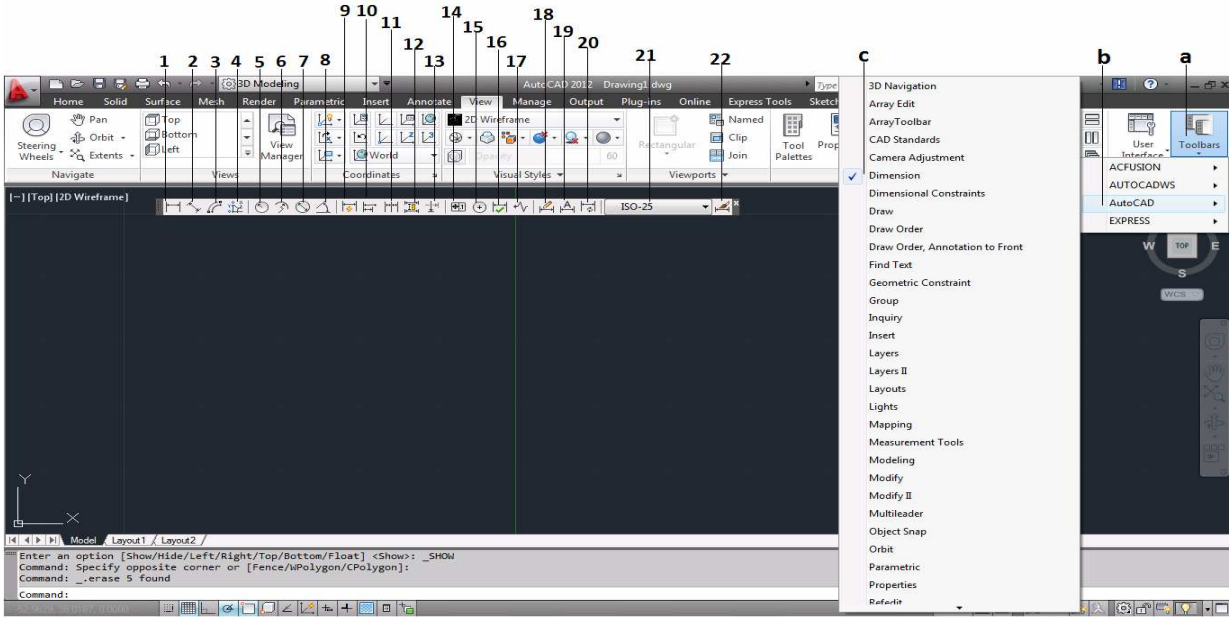

Figura 3.64 Acotado "Barra de Dimensionamieto"
En esta barra se encuentran los iconos para dimensionar un dibujo. Se activa dando clic en la Cinta View, en el icono Barra de Herramientas [Tool Bar] *(figura 3.64 "a")*, en el Menú Cascada se selecciona AutoCAD *(figura 3.64 "b")*, y después se selecciona Dimensión [Dimension] *(figura 3.64 "c")*.
1. Linear [Linear] *(figura 3.64)*.
2. Alineada [Align] *(figura 3.64)*.
3. Longitud de Arco [Arc Lenght] *(figura 3.64)*.
4. Coordenada [Ordinate] *(figura 3.64)*.
5. Radio [Radius] *(figura 3.64)*.
6. Con Recodo [Jogged] *(figura 3.64)*.
7. Diámetro [Diameter] *(figura 3.64)*.
8. Angulo [Angular] *(figura 3.64)*.
9. Cota Rápida [Quick Dimension] *(figura 3.64)*.
10. Línea de Base [Base Line] *(figura 3.64)*.
11. Continua [Continue] *(figura 3.64)*.
12. Separación entre Cotas [Dimension Space] *(figura 3.64)*.
13. Espacio entre Cotas [Dimension Break] *(figura 3.64)*.
14. Tolerancia [Tolerance] *(figura 3.64)*.
15. Marca de Centro [Mark Center] *(figura 3.64)*.
16. Inspección [Inspection] *(figura 3.64)*.
17. Recodo Linear [Jogged Linear] *(figura 3.64)*.
18. Editar Cota [Dimension Edit] *(figura 3.64)*.
19. Editar Texto de Cota [Dimension Text Edit] *(figura 3.64)*.
20. Actualizar Cota [Dimension Update] *(figura 3.64)*.
21. Control de Estilo de Cota [Dymension Style Control] *(figura 3.64)*.
22. Estilo de Cota [Dimension Style] *(figura 3.64)*.